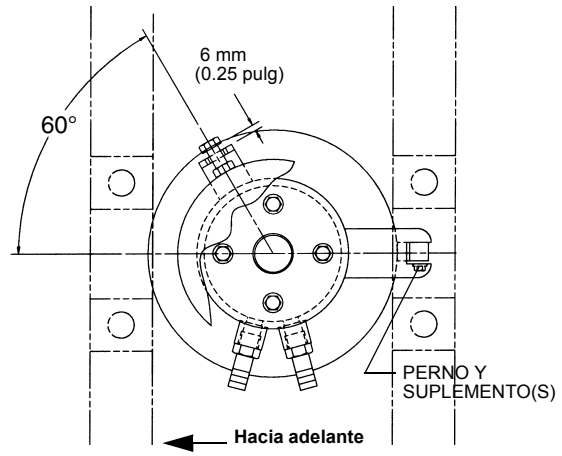

FIGURA 6-6
3. Asegure que el agujero roscado de la parte inferior de la base del adaptador giratorio eléctrico quede alineado con el agujero de montaje de la escuadra de la caja del adaptador giratorio de agua. Instale el perno a través del agujero de la escuadra e instale la tuerca. Enrosque el perno en la base del adaptador giratorio eléctrico hasta que su cabeza se encuentre a aproximadamente 6.4 mm (0.25 pulg) de la escuadra. Apriete la tuerca contra el adaptador giratorio eléctrico (vea la Figura 6-6).